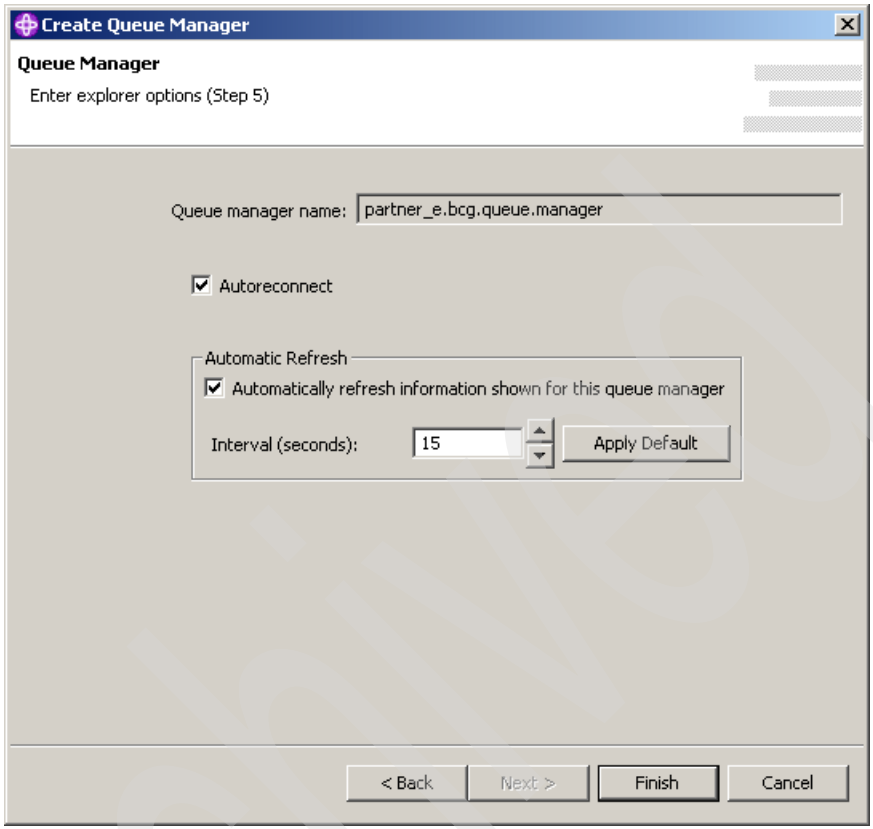

Figure 5-9 Create Queue Manager: Step 5
15. Accept the default settings for the auto connect parameters. See Figure 5-9 on page 70.